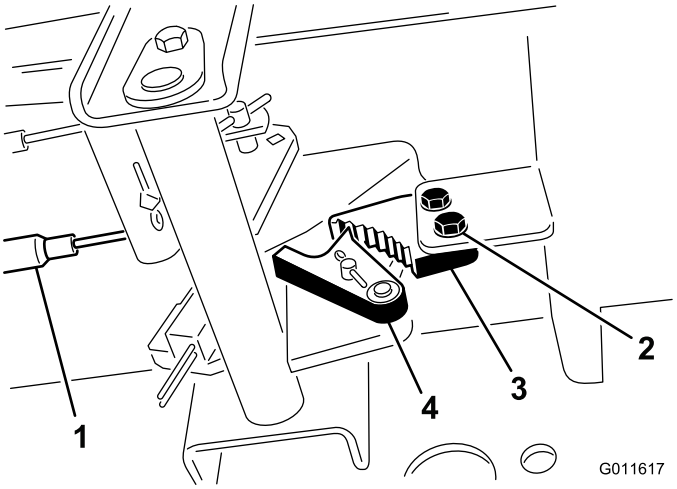

Figuur 71
1. Draai de 2 schroeven los waarmee de pal van de parkeerrem is bevestigd aan het frame (Figuur 71).
2. Trap het pedaal van het parkeerrem naar voren totdat de remvergrendeling de rempal geheel vastgrijpt (Figuur 71).